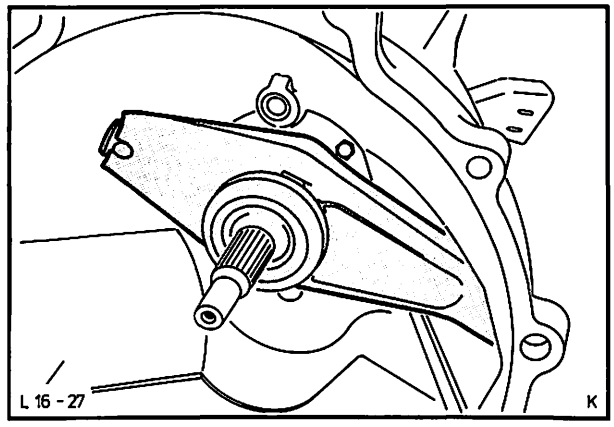

Abb. 40 Kupplungsdrucklager mit Schwinge entfernen
1. Kupplungsdrucklager mit Schwinge entfernen, Abb. 40.